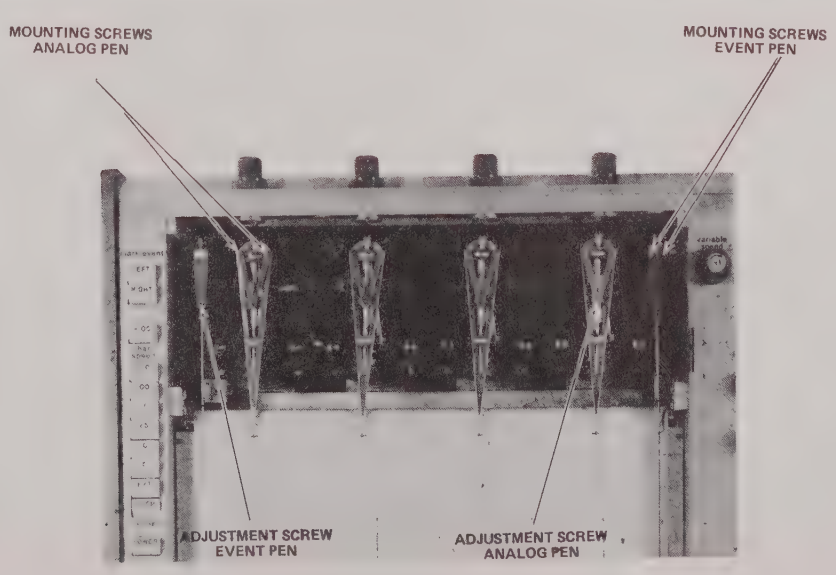

FIGURE 5-10 PEN PRESSURE ADJUSTMENT
6. If pen pressure is not within specified limits, adjust pressure using special pen adjustment wrench (Gould part number 1-120922-18). Refer to Figure 5-10. Turn screw clockwise to increase pressure, counterclockwise to decrease pressure.